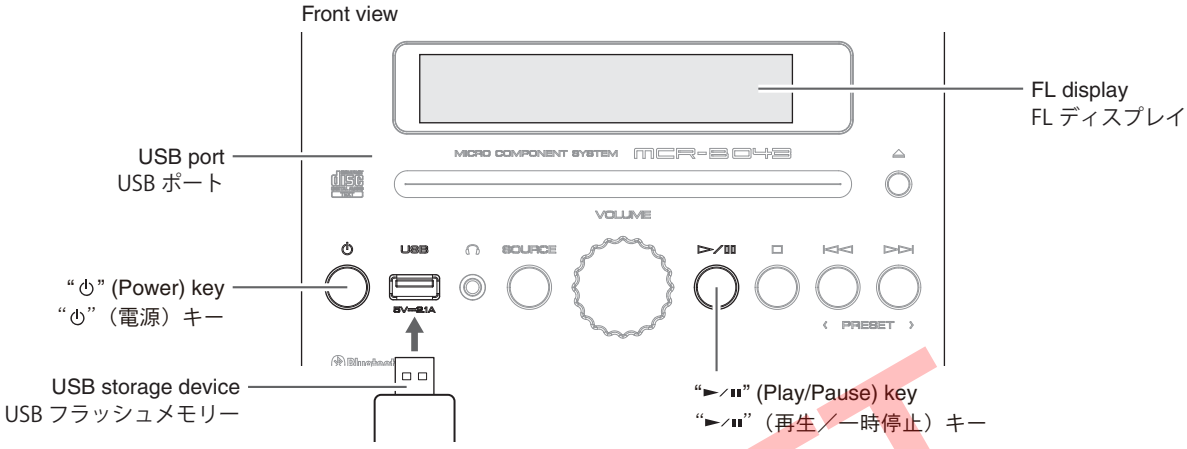

Fig. 2
3. Insert the USB storage device to the USB port and press the "►/▮▮" (Play/Pause) key. (Fig. 2)
3. USB ポートに USB フラッシュメモリーを差し込み、"►/▮▮"（再生／一時停止）キーを押します。（Fig. 2）
6. Remove the USB storage device from the USB port. (Fig. 2)
6. USB ポートから USB フラッシュメモリーを抜きます。（Fig. 2）